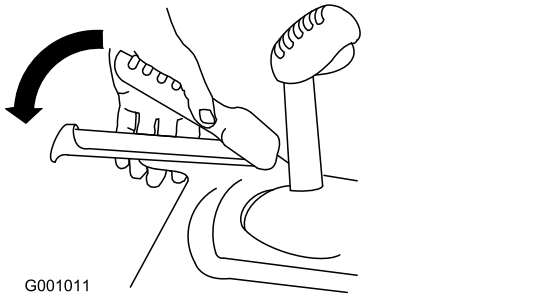

Figur 10
3. Klem traktionsgrebet til venstre for håndtaget (Figur 10).
6. Klem traktionsgrebet til venstre for håndtaget (Figur 10).